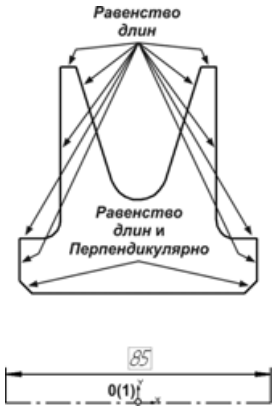

Рис. 6.82
- Парным отрезкам задайте **Равенство длин** . Всего таких пар шесть (рис. 6.82). Наклонные отрезки, соответствующие фаскам отверстия, дополнительно свяжите **Перпендикулярно** .